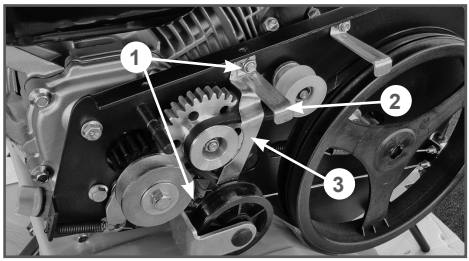

Рис. 27 Снятие ремня заднего хода
3. Открутите болты и гайки 1 крепления успокоителя 2 ремня переднего хода и ограничительной пластины 3 ремня заднего хода и снимите успокоитель 2 и пластину 3 (Рис. 27).